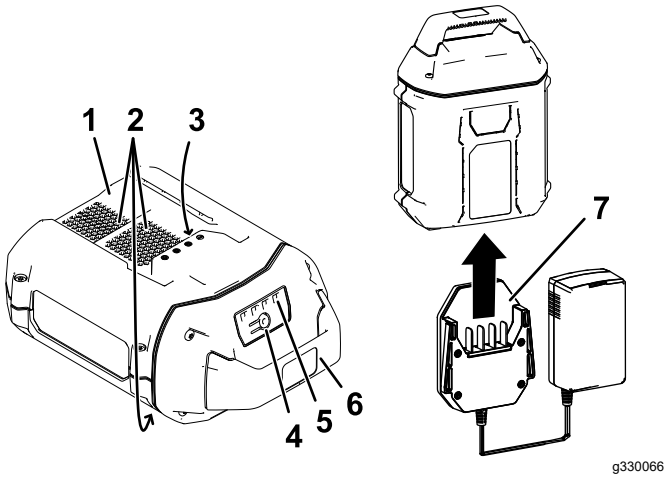

Figure 11
2. Alignez le chargeur sur la cavité au dos de la batterie (Figure 11).
3. Glissez le chargeur dans la batterie jusqu'à ce qu'il soit complètement enclenché (Figure 11).